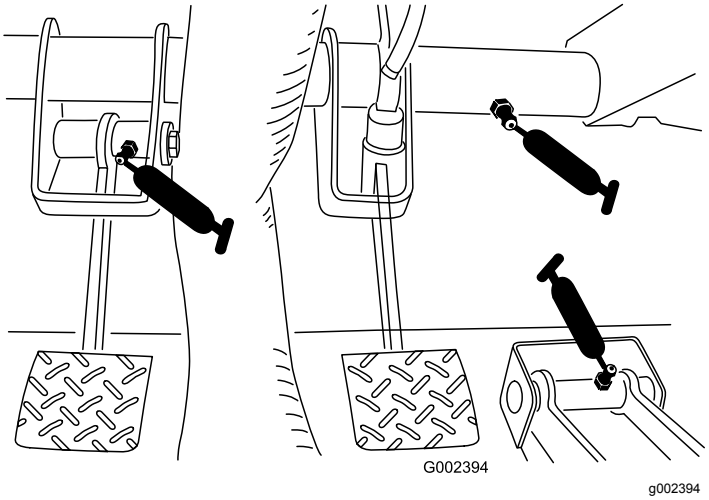

**Bild 31**
- **Kupplung (1)**, siehe Bild 31
- **Gaspedal (1)**, siehe Bild 31
- **Bremse (1)**, siehe Bild 31